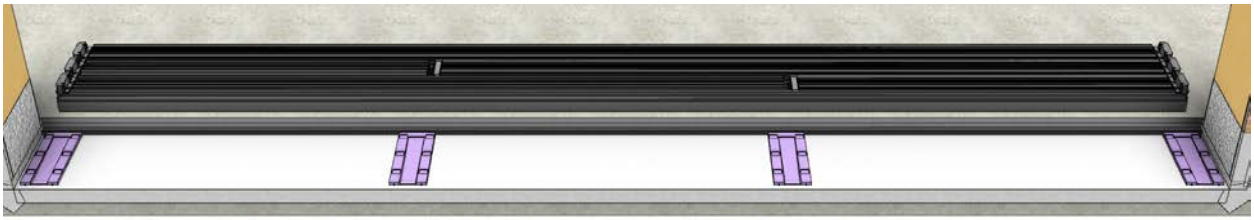

Fig 6
- At this point, your rough opening should have one shim at each end and one shim at each transverse drain, see Figure 6 for an example of and XXO sill configuration.